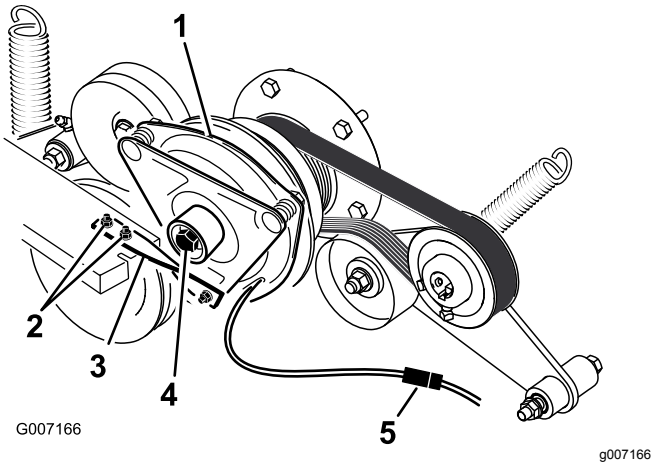

Figur 82
6. Koble fra clutchens elektriske kobling (Figur 82).
7. Fjern de 2 boltene som fester clutchens gummistropp til rammen på gressklipperen (Figur 82).
8. Fjern sentreringsbolten som fester clutchen til motorakselen og fjern clutchen og nøkkelen (Figur 82).
15. Hold i veivakselen bak på maskinen mens du monterer sentreringsbolten, og stram til sentreringsbolten med 68 Nm (Figur 82).
16. Monter clutchens gummistropp til rammen på gressklipperen med de to boltene og mutrene du fjernet tidligere (Figur 82).
18. Koble til clutchens elektriske kobling (Figur 82).